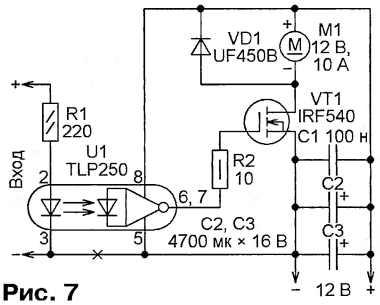

Рис. 7
**Оптически изолированное управление электродвигателем (рис. 7 http://320volt.com/wp-content/uploads/2011/12/pic12f683-pwm-gp0-motor-10a-isis-devre-circuit.png).** Оптрон U1 защищает не показанный на схеме микроконтроллер, формирующий поступающий на вход этого узла управляющий двигателем ШИМ сигнал, от импульсных помех, неизбежно возникающих при работе электродвигателя постоянного тока M1. Двухтактный выход применённого оптрона обеспечивает ток, достаточный для быстрой перезарядки ёмкости затвора полевого транзистора VT1, что необходимо для уменьшения рассеиваемой этим транзистором мощности. Для полной изоляции цепи управления от двигателя и источника его питания провод, соединяющий выводы 3 и 5 оптрона, может быть удалён.